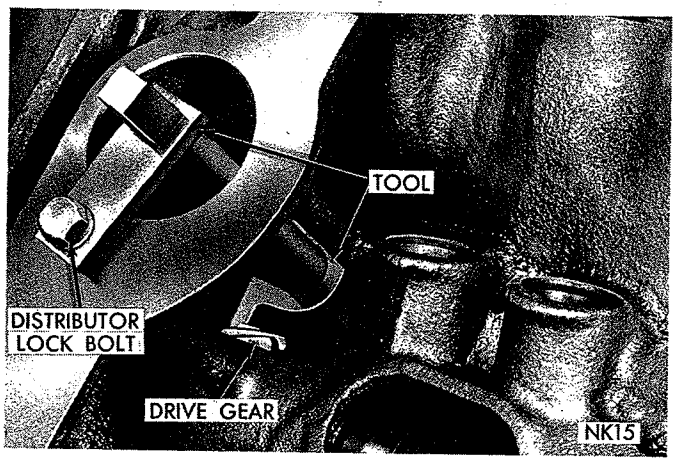

Fig. 26—Camshaft Holding Tool
When installing timing chain, use Tool C-3509 to prevent camshaft from contacting the welch plug in the rear of engine block. Remove distributor and oil pump-distributor drive gear. Locate tool against rear side of cam gear and attach tool with distributor retainer plate bolt (Fig. 26).
(1) Lubricate camshaft lobes and camshaft bearing journals and insert the camshaft to within 2 inches of its final position in cylinder block.
(2) Install Tool C-3509 with tongue back of distributor drive gear, (Fig. 26).
(3) Hold tool in position with distributor lock plate screw. This tool will restrict camshaft from being pushed in too far and prevent knocking out the welch plug in rear of cylinder block. **Tool should remain installed until the camshaft and crankshaft sprockets and timing chain have been installed.**